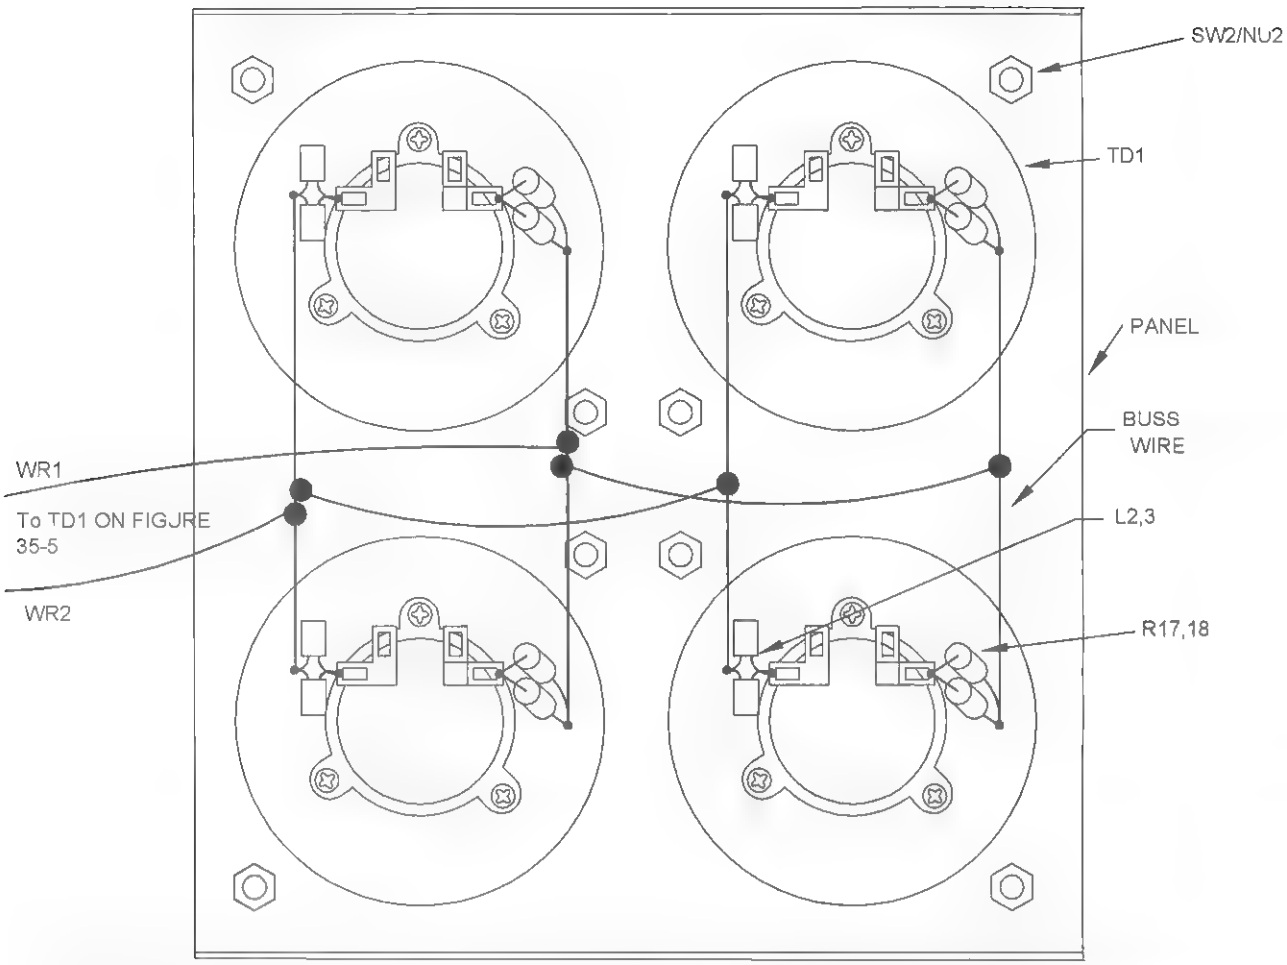

Figure 35-8 *Transducer panel wiring*
8. Mount the transducers as shown in Figure 35-8 using SW2/NU2 6-32 × 1/2-inch screws and nuts.